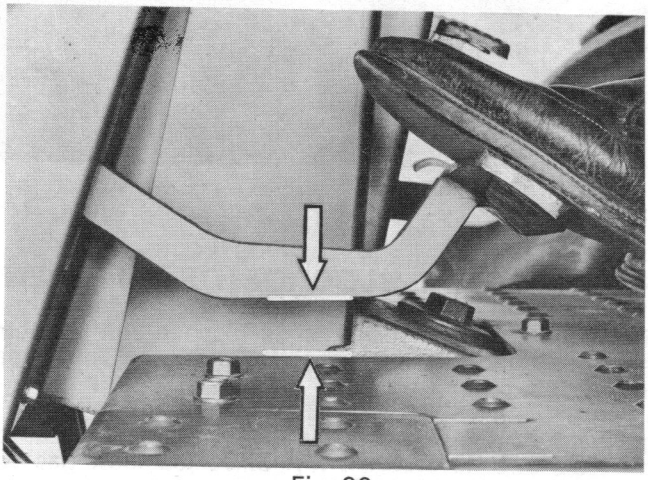

Fig. 96
B. - Quand le débrayage est complet, la pédale doit alors être entre 2,5 et 3,5 cm de la plate-forme, (voir fig. 96) pour régler cette longueur il faut :